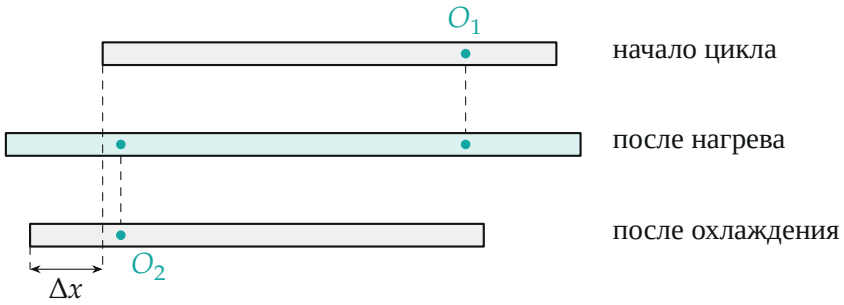

Рис. 4. Положения полоски за один цикл (удлинение сильно преувеличено). Бирюзовые точки — неподвижные точки при нагреве и охлаждении.
4. Смещение за цикл. После нагрева и охлаждения длина полоски та же, а край A сдвинулся влево на (рис. 4)